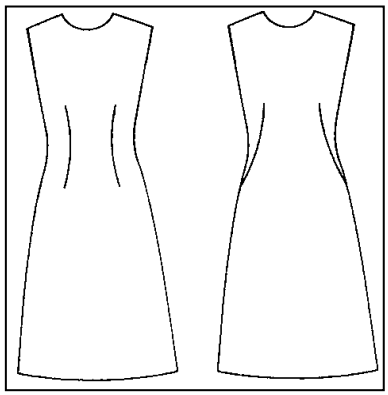

FIGUUR 6 (4)
Bestudeer die voorbeelde van pylnate op die sketse in FIGUUR 6 hier onder en noem enige VIER ander tipe pylnaat wat op uitrustingareas aangebring kan word.
2.1.5 Met verwysing na die skets in FIGUUR 6 hier bo, gee 'n duidelike definisie van die gewone pylnate wat meestal op rokke, bloese en baadjies gebruik word. (5)